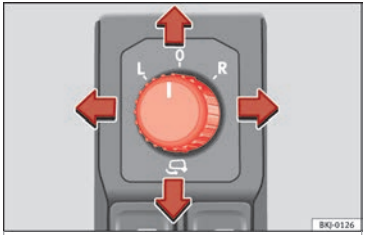

Fig. 154 Mando de los retrovisores exteriores.
1. En primer lugar, gire el mando ››› fig. 154 hasta la posición **L** (**retrovisor izquierdo**).
– Gire el mando ››› fig. 154 hasta la posición para plegar los retrovisores exteriores. Para evitar daños en el vehículo, debería plegar los retrovisores exteriores siempre que utilice un túnel de lavado automático.